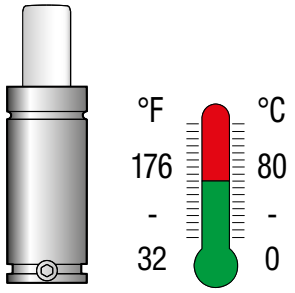

Abb. 9
- Die Gasdruckfeder darf mit keinem anderen Gas außer Stickstoff N2 gefüllt werden. (Abb. 9)